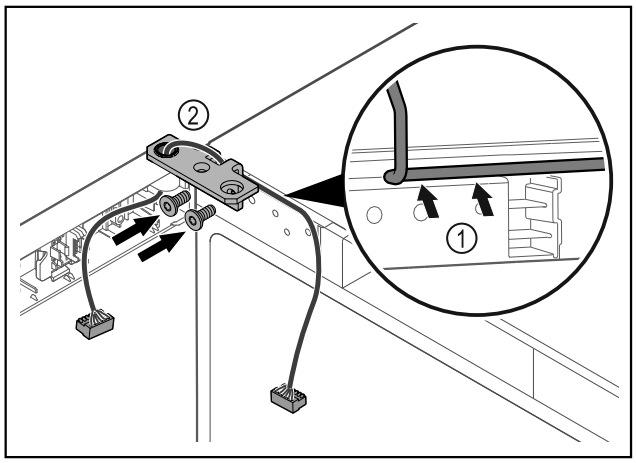

Fig. 32
▶ Dirijați cablul prin degajarea colțarului balamalei și dispuneți-l cu precauție *Fig. 32 (1)*.
▶ Înșurubați *Fig. 32 (2)* colțarul balamalei.